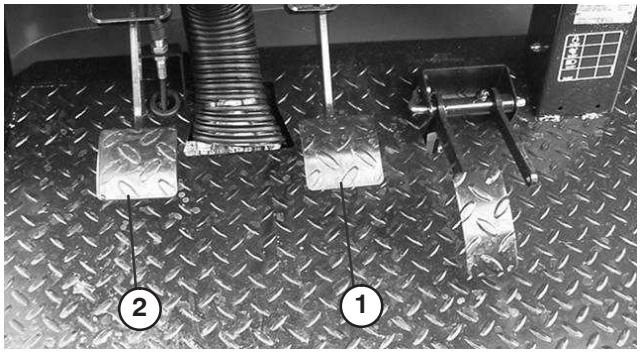

Bild 61
2. Heben Sie das Bremspedal an (Bild 61), bis es den Rahmen berührt.